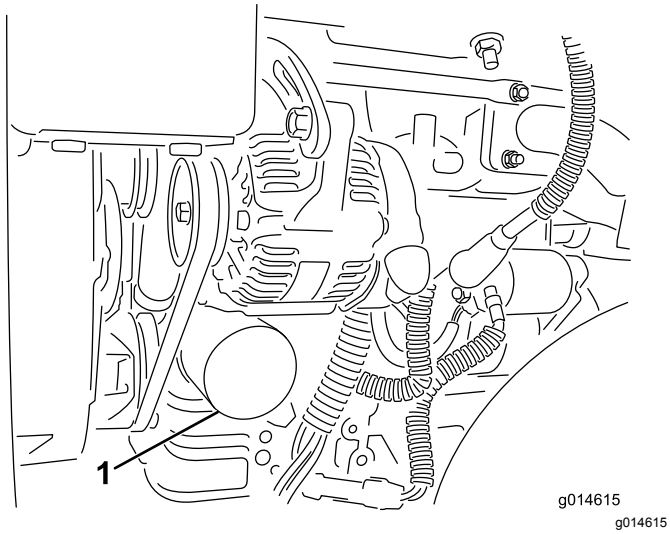

Figur 31
2. Fjern oliefilteret (Figur 31). Påfør et let lag ren olie på den nye filterpakning.